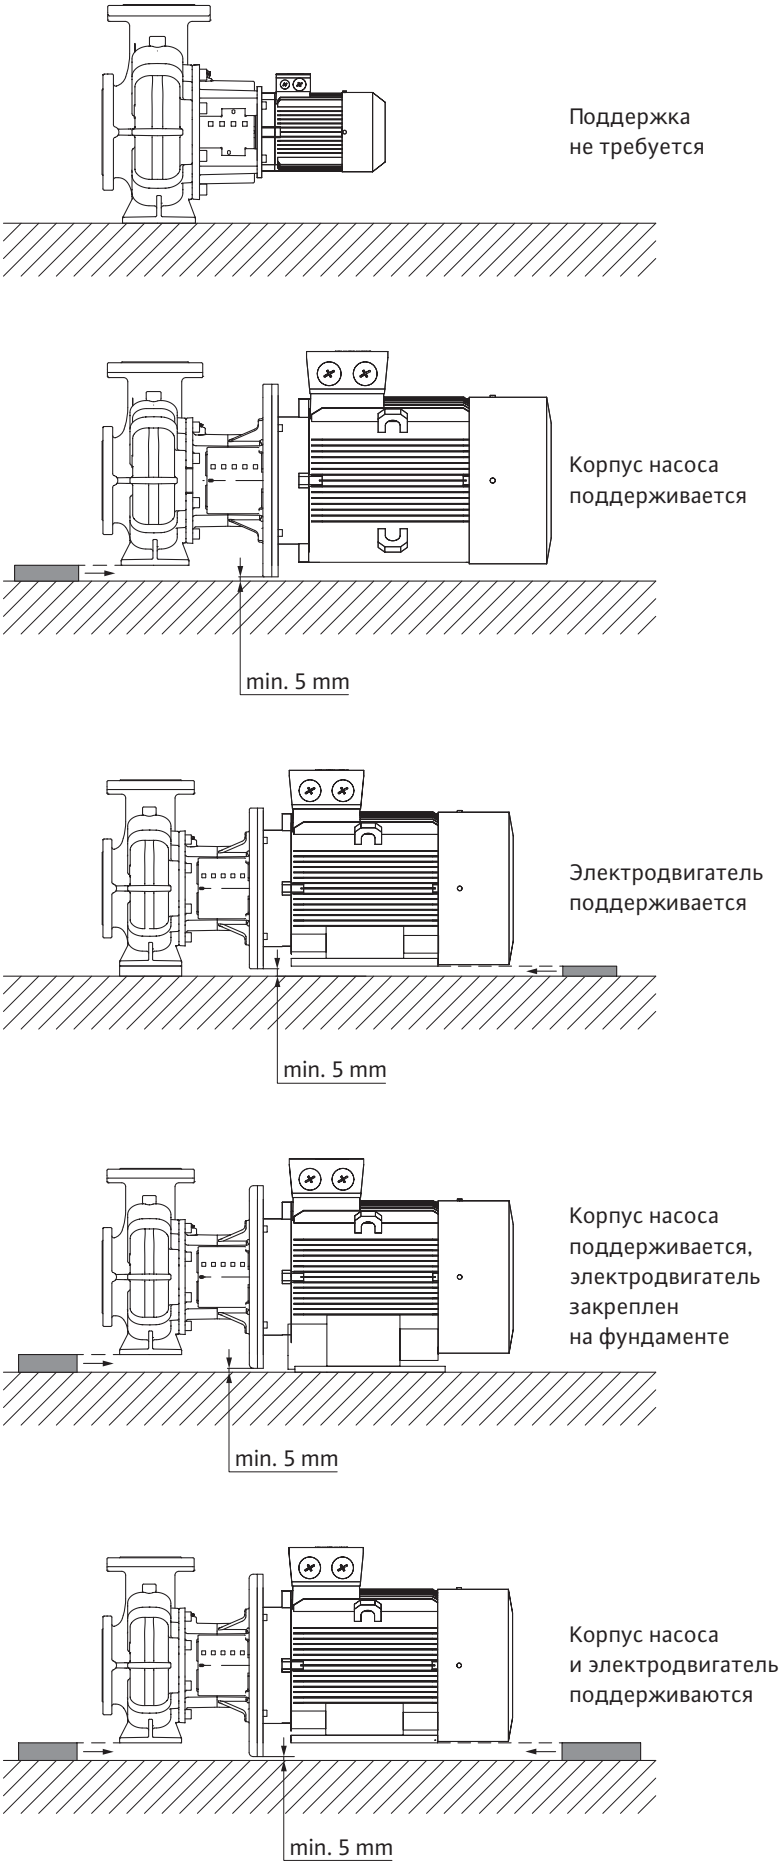

Рис. 14. Примеры монтажа BL
- В насосных агрегатах типа BL необходима поддержка электродвигателя, начиная с мощности электродвигателя 18,5 кВт, см. примеры монтажа насосного агрегата BL (Рис. 14).